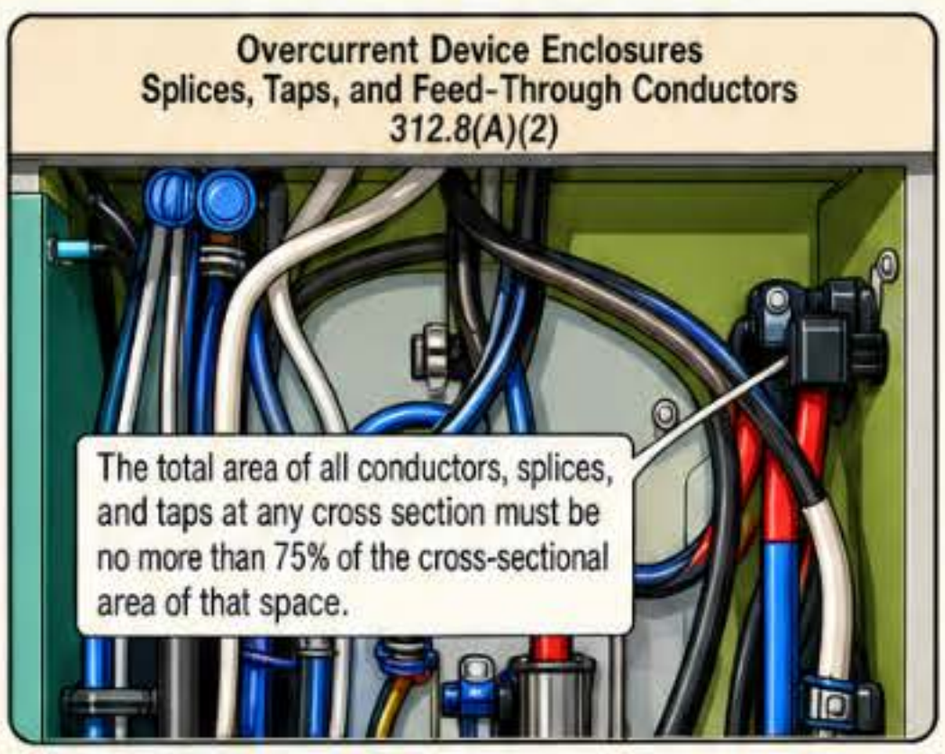

Figure 312-14
(2) The combined area of all conductors, splices, and taps at any cross section must be no more than 75 percent of the cross-sectional area of that space. **Figure 312-14**